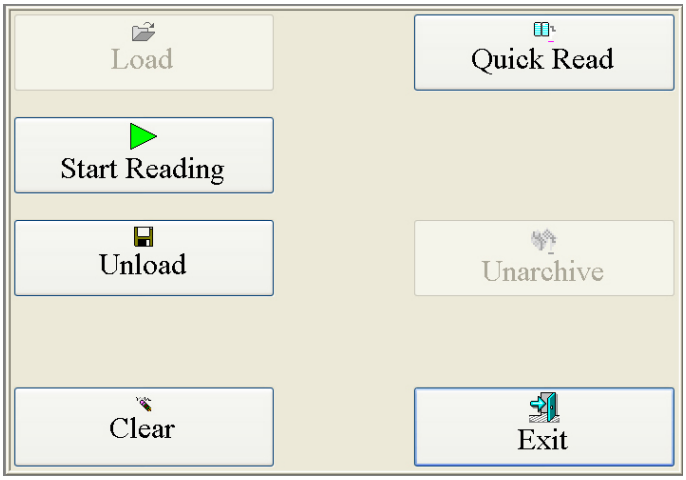

Figure 35: Main menu - Unload
2. Select the **Quick Read** button on the main menu. See *Figure 35* on the previous page.